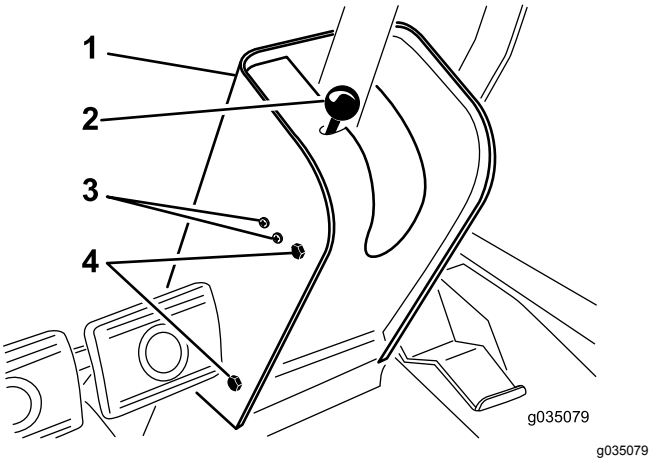

**Figur 70**
2. Fjern knappen fra stangen til parkeringsbremsen og skruerne fra ratstammekappen (Figur 70).
4. Løsn de skruer og møtrikker, der fastgør kontakten til parkeringsbremsen i venstre side af ratstammen (Figur 70).